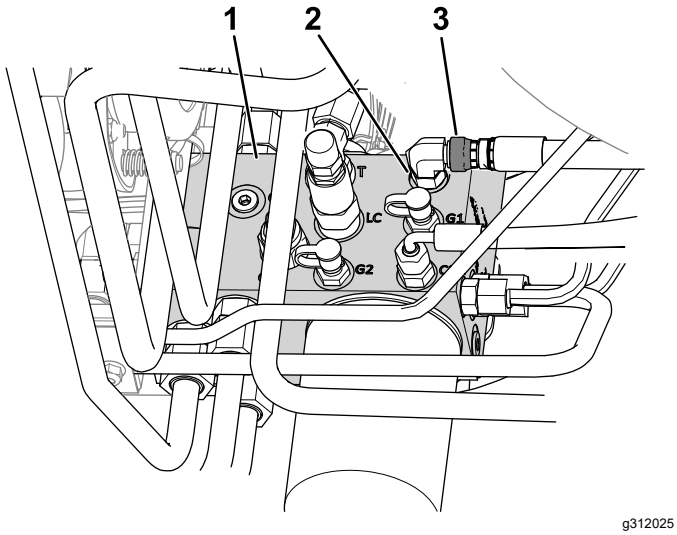

**Figura 10**
B. Allentate il dado girevole del flessibile collegato alla porta C1 del collettore idraulico (Figura 10).